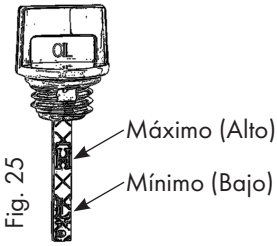

Fig. 25
- Lea el nivel de aceite, véase también la Fig. 25.
Debe haber una película de aceite entre las marcas superior e inferior. Si no hay película de aceite, el nivel de aceite es demasiado bajo, Fig. 25. Rellenar con más aceite. H- Alto significa máximo. L-Bajo significa mínimo.